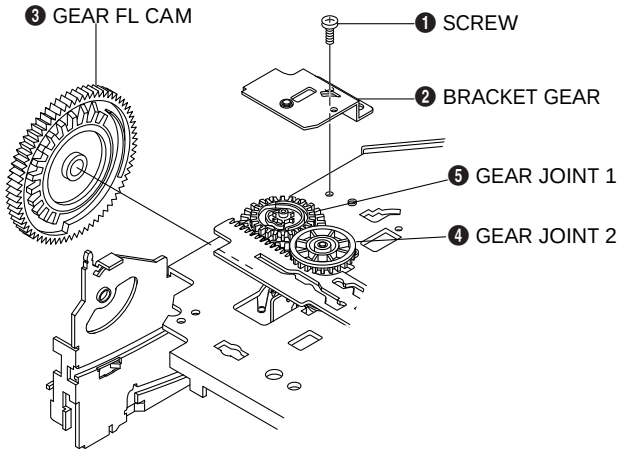

Fig. 1-9 Bracket Gear, Gear FL Cam, Gear Joint 1, 2 Removal
1) Release the Hook [A] in the direction of arrow and, remove the Holder Worm ❶.
2) Remove the Gear Worm ❷.
3) Remove the Gear Worm Wheel ❸. (After removing the Gear FL Cam as shown Fig. 1-9)